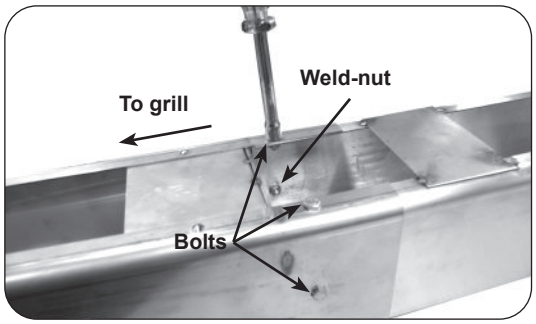

Fig. 27-2 Fasten extension to post
2. From outside the joined post and extension, insert one of the 1/4 X 20"-5/8 bolts (supplied) into each of the five (5) bolt holes and tighten each using a 7/16" socket driver or wrench (see Fig. 27-2).